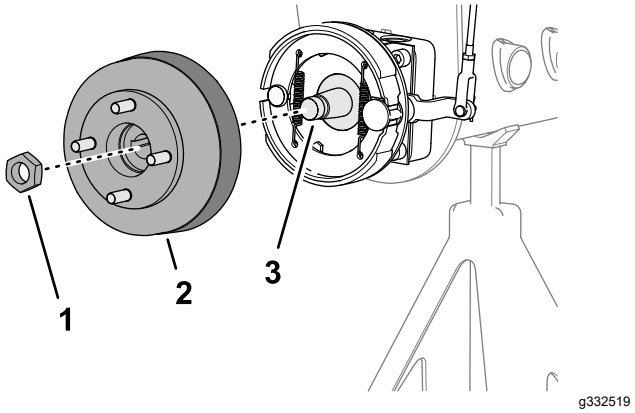
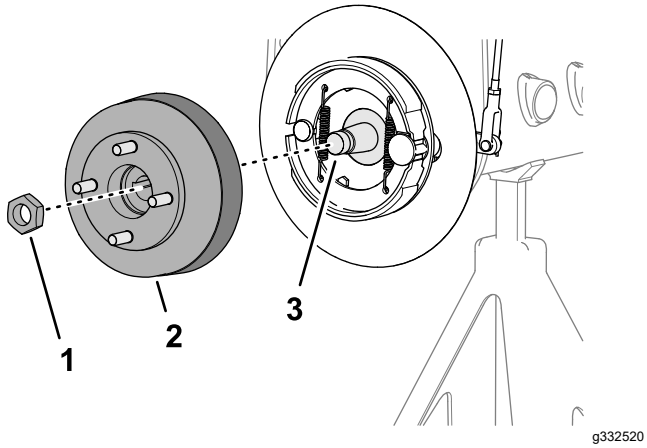

Figur 73
Figur 74
3. Monter hjulnavet og bremsetrommelen på hjulmotorakselen (Figur 73 eller Figur 74).
4. Fest hjulnavet til akselen med låsemutteren (Figur 73 eller Figur 74), og stram for hånd.